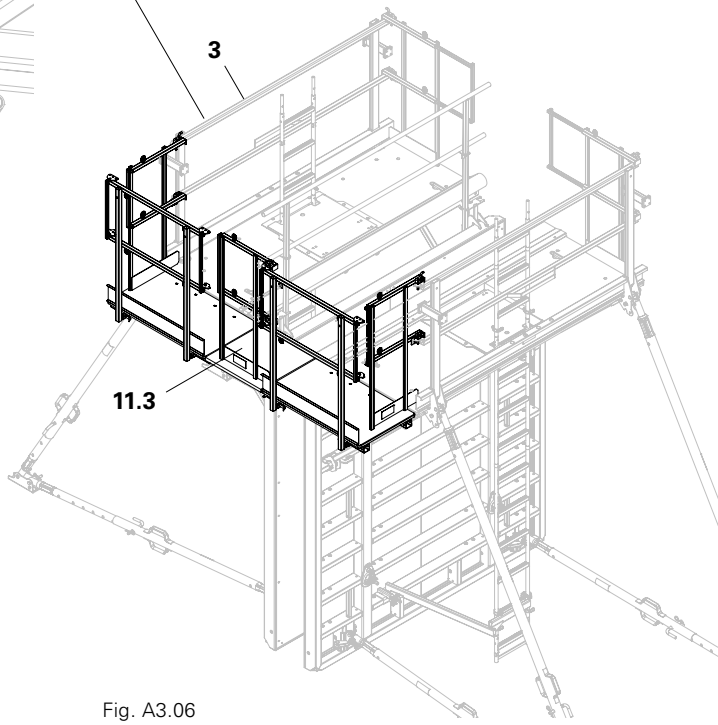

Fig. A3.06
5. Poser le couvercle (11.3) et bloquer avec des clous. (Fig. A3.06)